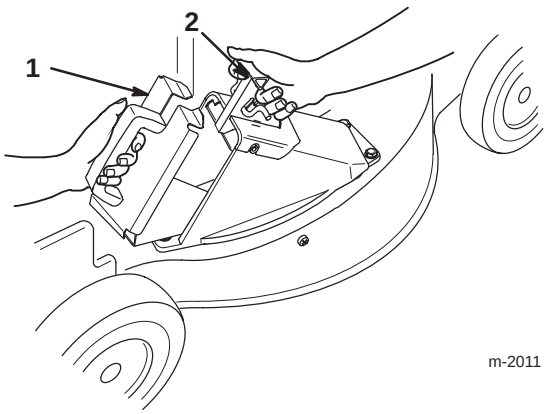

Abbildung 12
2. Die Auswurfkanaltür öffnen, indem der Türgriff nach hinten gezogen wird (Abb. 12).